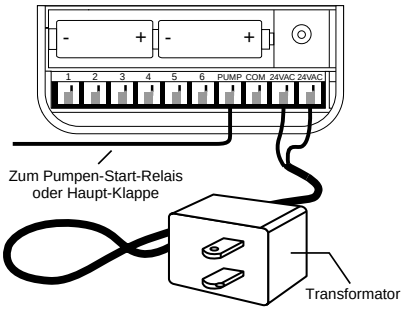

ABB. 20: Anschluß des Pumpenanlassers und des Hauptventils am Transformator
- Schließen Sie den Transformator an **[siehe Abbildung 20]**.